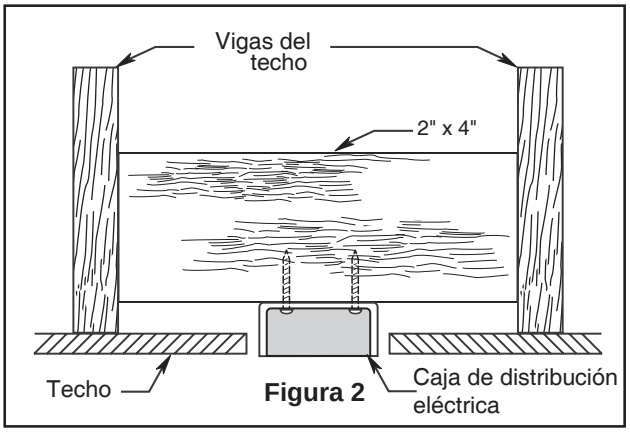

**Figura 2**
**Idea de diagrama de uso de perfil alto (Figura 2)**